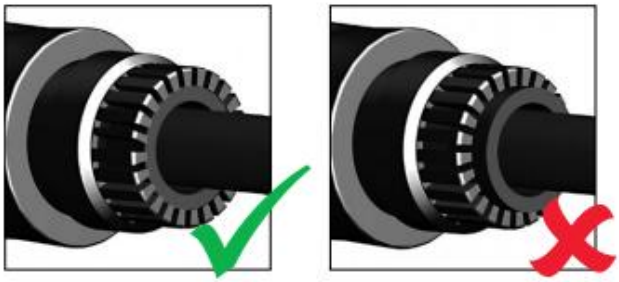

Figure 13 (Cable Range Proper Positioning)
28. Insert thicker cable range/ring into back-shell until fully seated (ref Figure 13)